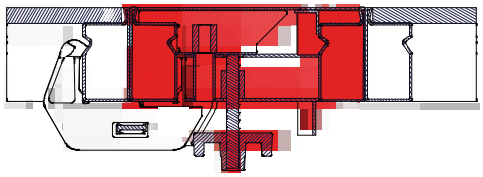

Abb. 34.3 Schritt 1
1. Nach der Betonage M-Schalschlösser an Teil 2 des Ausschalelementes entfernen (Abb. 34.3).